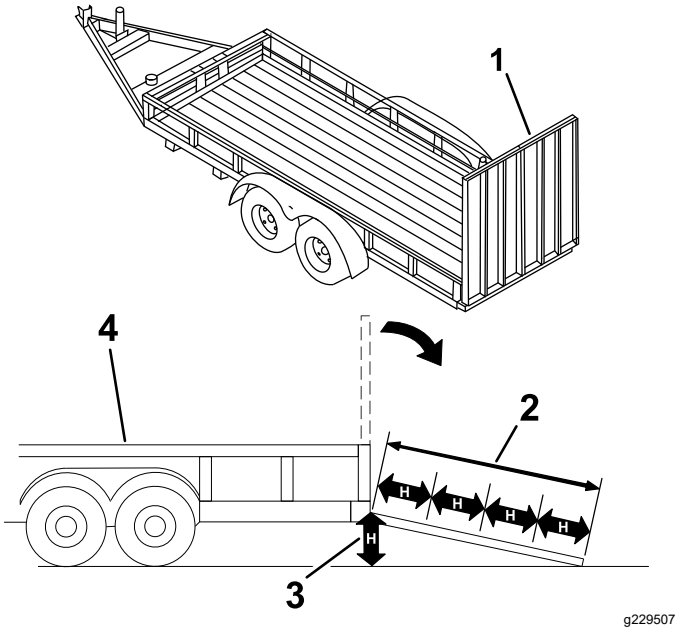

**Rysunek 27**
**Ładowanie maszyny na przyczepę lub ciężarówkę zwiększa prawdopodobieństwo przewrócenia maszyny, co może prowadzić do poważnych obrażeń lub śmierci (Rysunek 27).**